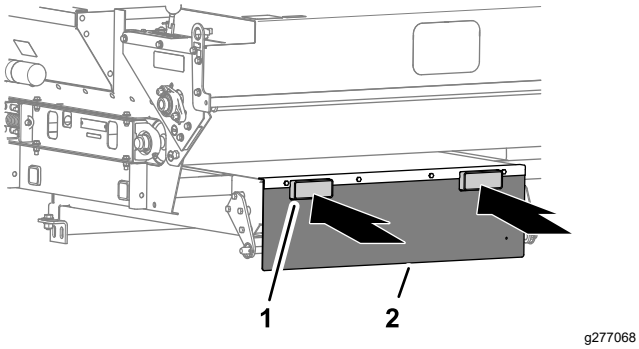

**Figur 8**
- Om du använder en gaffeltruck för att lyfta topdressern för du in gafflarna genom lyftrören (Figur 8) i den bakre klaffen.